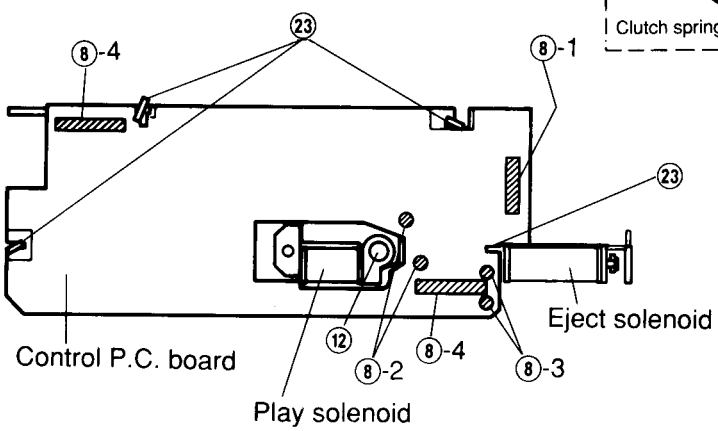

Figure 11
(2) Remove solder ⑧-1, and remove the parallel wire (5P) from the control P.C. board as shown in Figure 11.
(1) Remove the two solders ⑧-2 as shown in Figure 11.
(2) Remove one screw ⑫ and remove the solenoid as shown in Figure 11.
(3) Mount the new solenoid following the removal steps in the reverse order.
(1) Remove two solders ⑧-3. Take care not to loose the tube that protects the wire. (Refer to Figure 11.)
(1) Remove seven solders ⑧ and remove the three parallel wires and the wires of the eject solenoid and of the play solenoid as shown in Figure 11.
(2) Remove five claws ㉓ and remove the P.C. board as shown in Figure 11. [For GR75E Series model] Remove four claws ㉓ and remove the P.C. board as shown in Figure 11. [For GR75L Series, GR-Y Series, GR75H Series models]
(3) After replacing the old P.C. board with a new one, mount it following the removal steps in the reverse order.